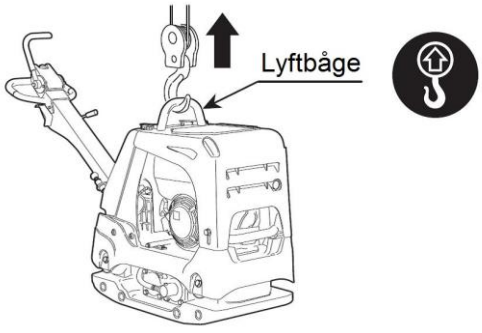

Fig.34
3. Lyft alltid i maskinens lyftbåge. (Fig. 34) Lyft aldrig i handtaget.